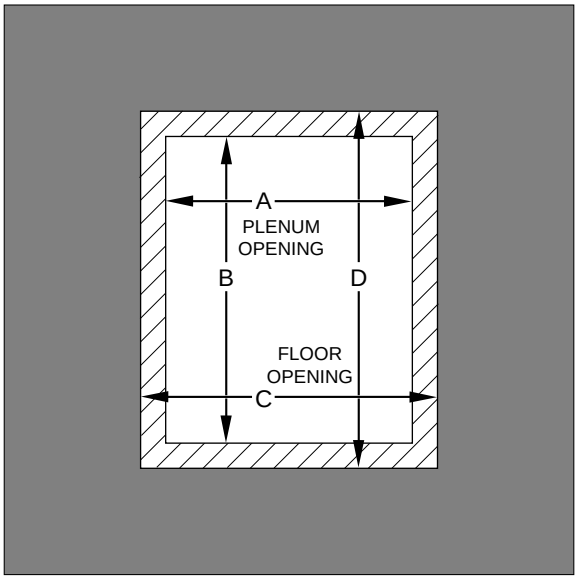

Fig. 18—Floor and Plenum Opening Dimensions
2. Construct hole in floor per dimensions specified in Table 1 and Fig. 18.
3. Construct plenum to dimensions specified in Table 1 and Fig. 18.